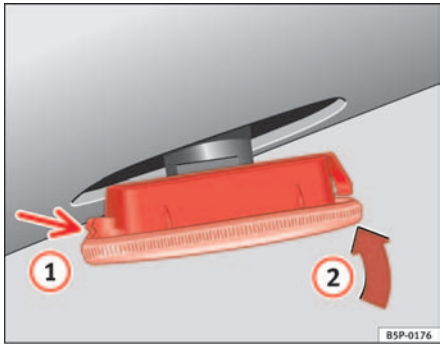

Fig. 193 Indicator
- First place the indicator in the opening in the bodywork, fixing the tabs ⇒ fig. 193, arrow (1).
- Insert the lamp as shown by the arrow (2) ⇒ fig. 193. ■